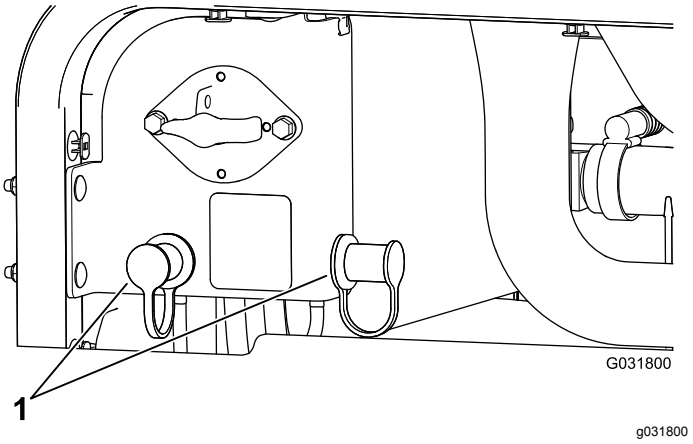

Figur 97
3. Fjern dækslerne fra startpolerne (Figur 97).